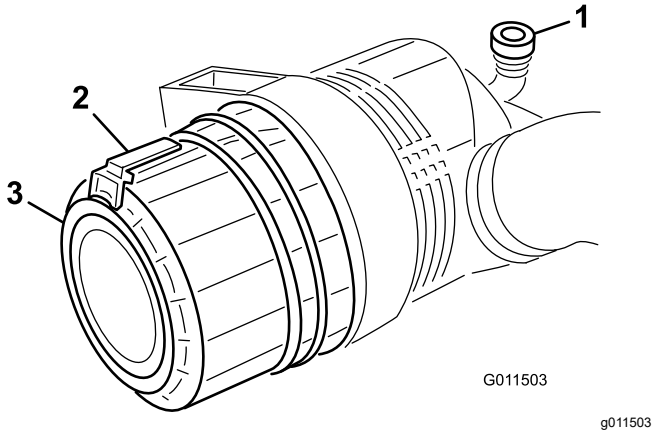

Figura 85
2. Puxe o trinco para fora e rode a cobertura do filtro de ar no sentido contrário ao dos ponteiros do relógio (Figura 85).